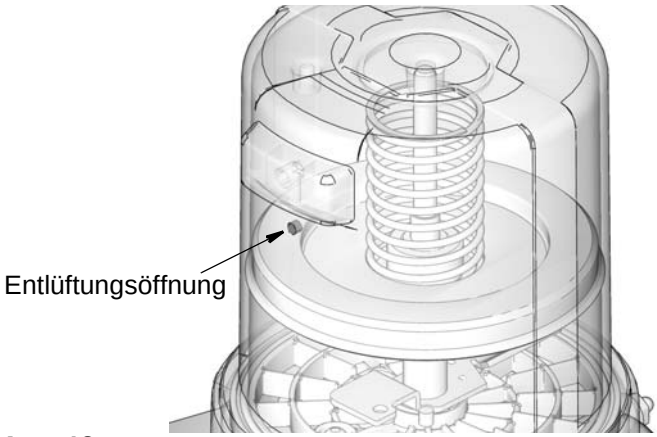

ABB. 13
3. Speicher mit Schmiermittel befüllen, bis Dichtung der Folgeplatte Entlüftungsöffnung erreicht (ABB. 13) und Großteil der Luft aus Speicher entwichen ist.